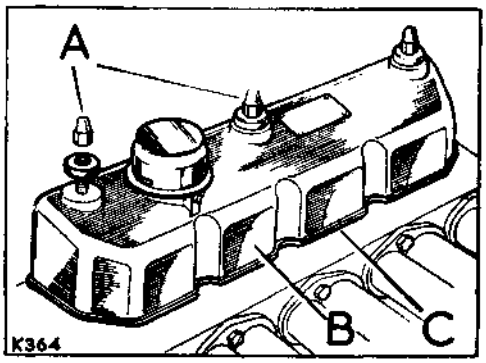

**Fig. A1-101. Engine top cover**
1. Refit the engine top cover. Fig. A1-101 refers.